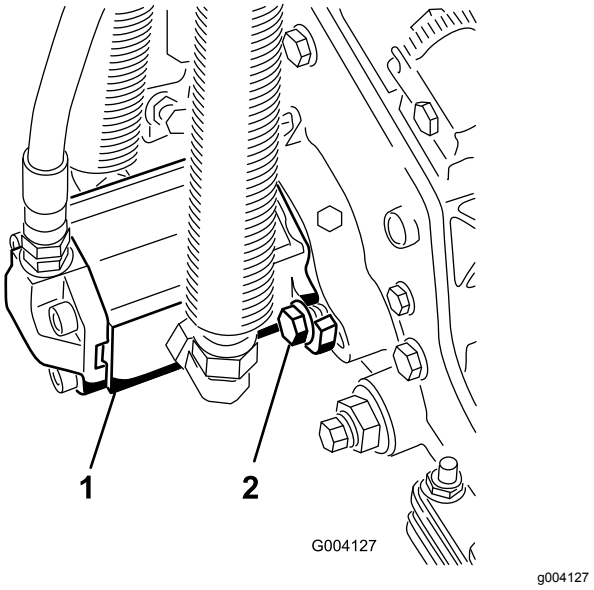

**Figur 13**
16. Montera motorn genom att vrida den medurs så att motorflänsarna går fria från skruvarna (Figur 13).